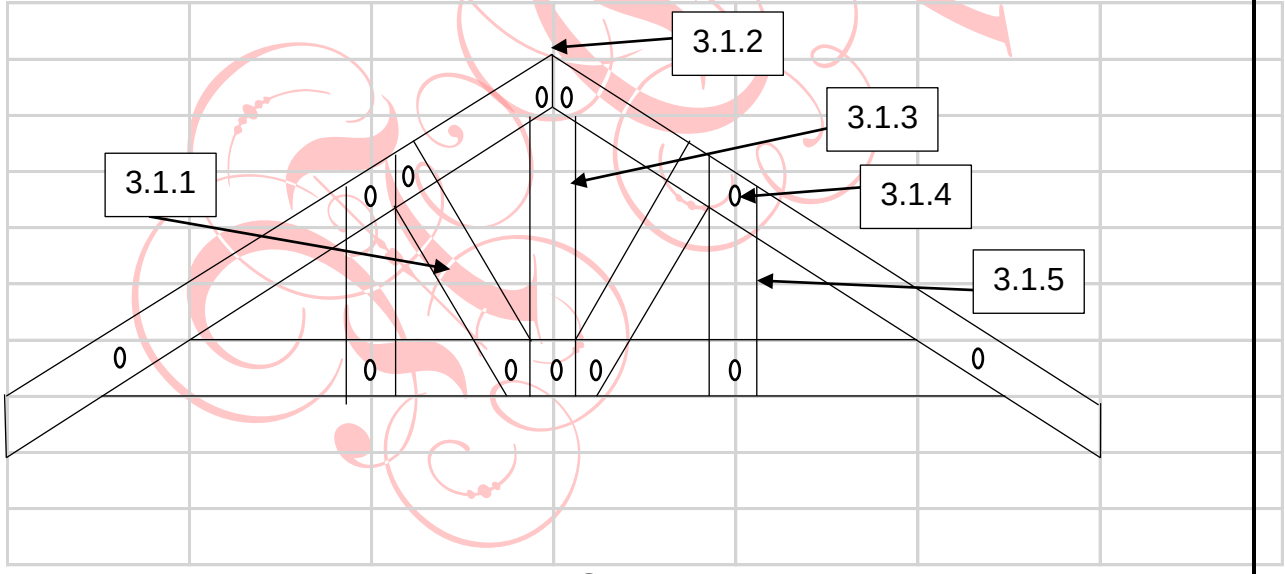

**FIGUUR 1** (5)
2.12 Beskryf die term verspanning ten opsigte van dakkonstruksie. (1)
3.1 Noem die dele van die kap in FIGUUR 1 hier onder. Skryf slegs die antwoord langs die vraagnommer (3.1.1–3.1.5) in die ANTWOORDBOEK neer.